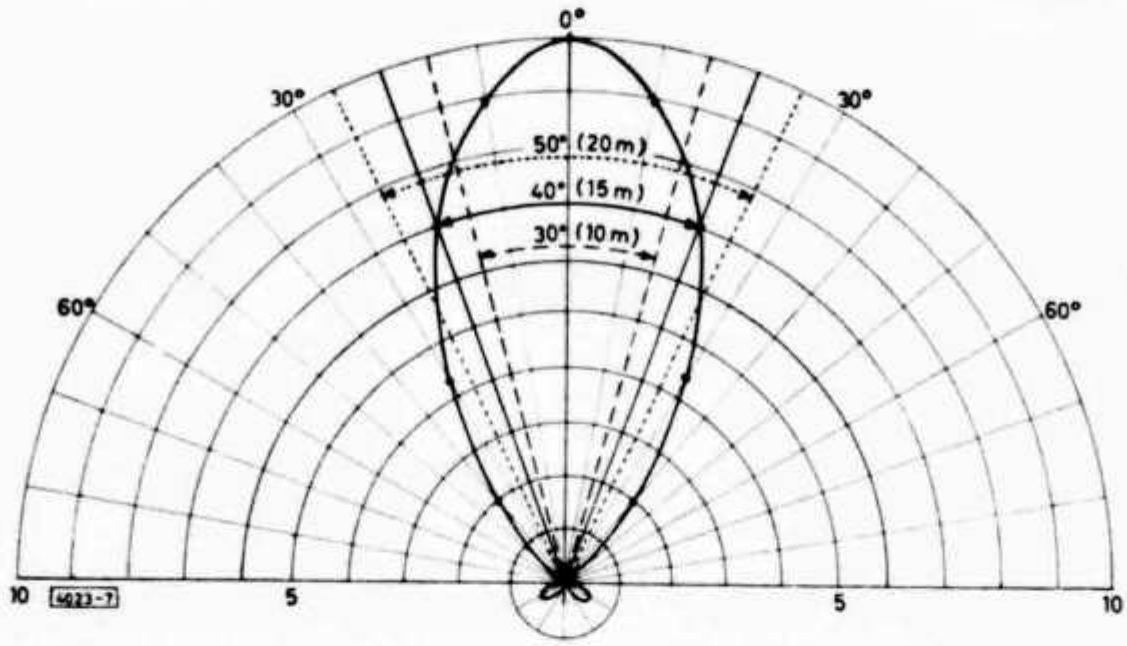

Abb. 7. Strahlungsdiagramm der Multiband-Quad nach DJ 4 VM in der voll gespeisten Version bei Betrieb auf 21 MHz (Öffnungswinkel für 14 und 28 MHz gestrichelt)
1. Das **Strahlungsdiagramm** der voll gespeisten Anordnung im 15-m-Betrieb geht aus **Abb. 7** hervor. Die Meßwerte wurden in Zusammenarbeit mit einer etwa 10 km entfernten Station (DJ 5 RH) in zahlreichen Meßserien mit Hilfe eines hochwertigen kommerziellen Meßempfängers (Siemens, B 83 600 — A 80) ermittelt. Hervorstechend ist der für eine Quad relativ geringe Öffnungswinkel, der eine starke Bündelung der abgestrahlten Energie anzeigt. Ausgehend von den Leistungs-Halbwertpunkten ($N/2 = 0{,}71\ U_{max}$) [10] ergibt sich für das 15-m-Band ein Öffnungswinkel von ca. 40°. Die entsprechenden Werte betragen auf 14 MHz 50° und auf 28 MHz 30°. Diese Testergebnisse dekken sich mit den im DX-Verkehr gemachten Erfahrungen.